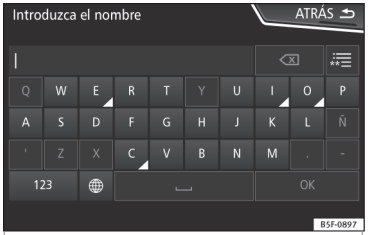

Fig. 190 Máscara de búsqueda.
- Introduzca el nombre del contacto que busca en la máscara ››› **fig. 190**. Mientras se van introduciendo los caracteres se va mostrando un contacto en el campo de entrada.